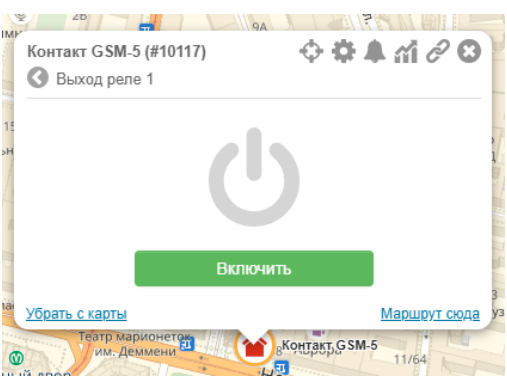

Рисунок 9. Включение выхода
- Для управления выходом нажмите кнопку > напротив нужного выхода. В появившемся окне нажмите кнопку Включить (рис. 9). Выбранный выход реле будет включен.